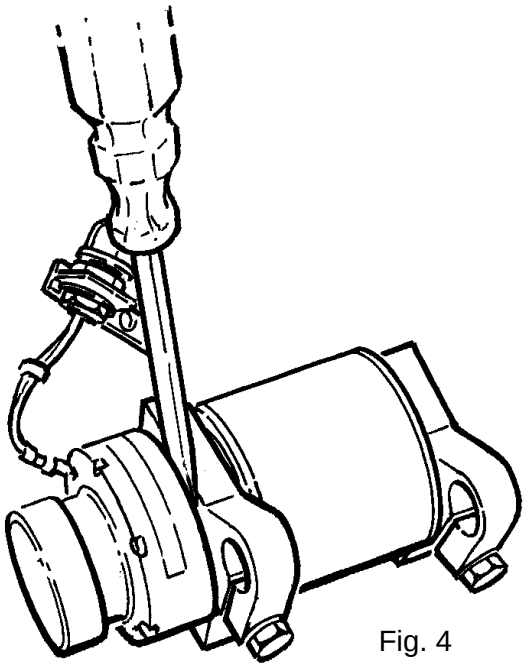

Fig. 4
f) Loosen the electrical brake from the axle, see fig. 4.
g) Remove the clamp ring (9) and the clamping plate (10).
h) Undo the four screws (11); take two of the screws and fit in the holes (12) to separate the roller from the flange. Repeat on the other side.